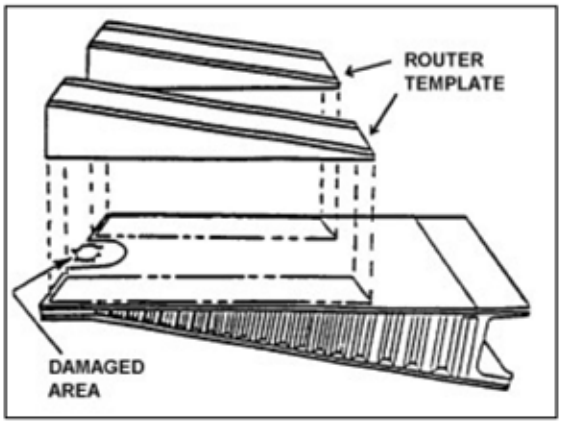

FIGURE 3.14 — Removing honeycomb core from a tapered control surface.
(1) Il peut être nécessaire, lors du défonçage d'une section conique telle qu'un aileron, d'utiliser un bloc en forme de coin entre le gabarit de défonçage et le revêtement supérieur. Cela permettra à la défonceuse de couper le matériau de l'âme parallèlement à la surface inférieure. (Voir la figure 3-14).
(2) Choisissez l'adhésif de remplissage approprié, recommandé par le constructeur. Mélangez une quantité de mastic permettant de remplir le trou et ajoutez du microballon si nécessaire pour servir de mastic. Lorsque la résine et la charge sont bien mélangées selon les recommandations du fabricant, versez le mélange dans le trou remplissant toutes les cellules, puis éliminez toutes les bulles à l'aide d'un cure-dent. Si vous effectuez une réparation par recouvrement, remplissez la cavité du noyau jusqu'à un niveau légèrement supérieur au revêtement de la pièce. Si vous effectuez une réparation par affleurement, remplissez la cavité centrale jusqu'à ce qu'elle soit légèrement au-dessus du noyau d'origine.
(3) Traitez le composite selon les instructions du constructeur. Coupez la partie supérieure de la masse d'âme polymérisée au ras du revêtement, pour le type de réparation effectué.